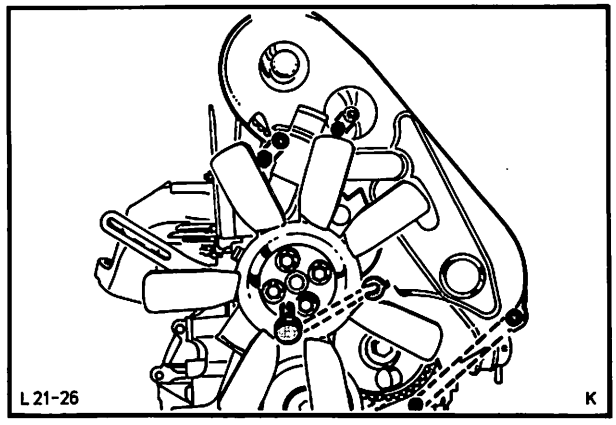

Abb. 35 Zahnriemenschutzblech abbauen
5. Zahnriemenschutzblech (3 Schrauben) entfernen. Zahnriemenschutzblech mit Führungsklips seitlich vom Haltebolzen, mit dem auch gleichzeitig die Wasserpumpe befestigt ist, abziehen, Abb. 35. Zylinderkopfhaube (10 Schrauben) abschrauben.